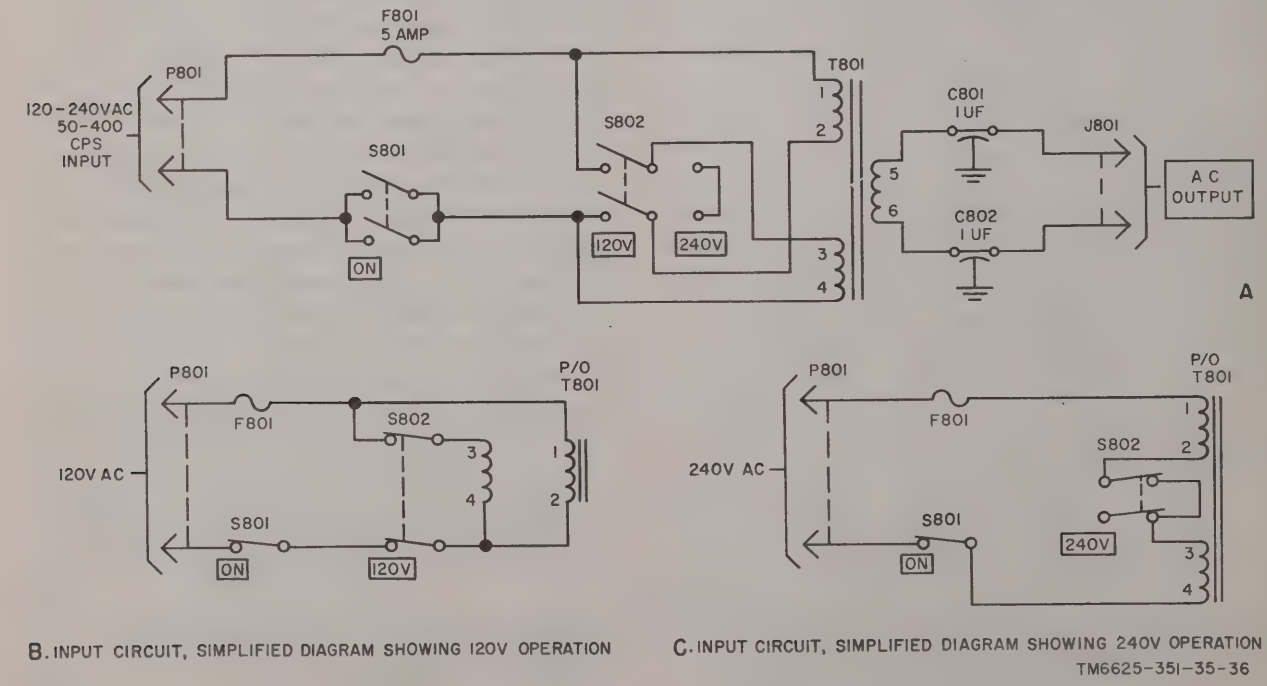

Figure 40. Transformer, Power, Isolation and Step-Down TF-248/G, schematic diagram.
62. Transformer, Power, Isolation and Step-Down TF-248/G (fig. 40)
transformer is used to supply the test set with an isolated source of power 110-125-volts, 50-400-cps when its front-panel switch S801 is placed at the ON position, S802 is placed at the 120V position, and power cord plug P801 is connected to a nominal 115-volt power source. Under this condition, the two primary windings of the power transformer are connected in parallel, as shown in B, figure 40. Fuse F801 protects the equipment from overload. The secondary output of transformer T801 is filtered by capacitors C801 and C802 (A, fig. 40). The filtered nominal 115-volt output is available at front-panel receptacle J801 for connection through Cable Assembly, Power, Electrical CX-6680/U to the main unit POWER receptacle.
b. 240V Position of S802. When the available power source for the test set is 220-250-volts, 50-400-cps, the external transformer functions as a stepdown transformer. Setting the 120V-240V switch to the 240V position connects the two primary windings of power transformer T801 in series, as shown in C, figure 40. The input voltage is reduced by a two-to-one radio, and a nominal 115-volt output, filtered by capacitors C801 and C802, is available at receptacle J801 for energizing the test set.